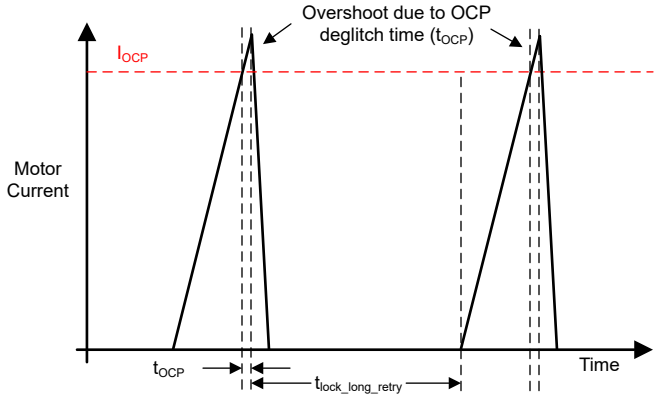

Figure 6-25. OCP Operation
The MC121 provides an overcurrent protection (OCP) feature to protect the integrated power FETs on the OUTx pins from shorts to the supply (VM), ground, and between the OUTx pins. When the current through a FET stays higher than the OCP threshold (I_{OCP}) for longer than the OCP deglitch time (t_{OCP}) as shown in Figure 6-25, all FETs in the H-bridge are disabled (Hi-Z) and the FG/RD pin indicates the fault according to Table 6-4. The OCP fault recovery is set by OCP_RETRY_MODE.